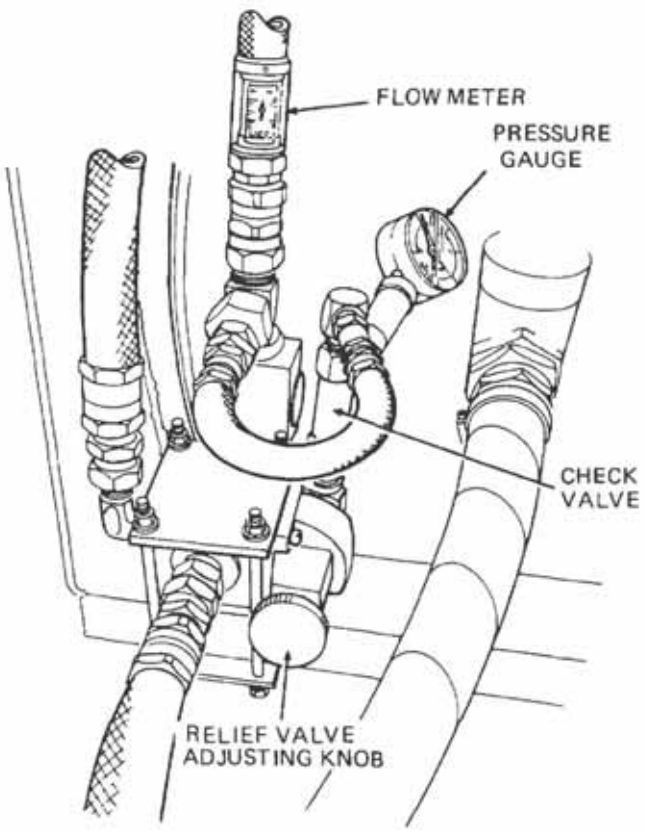

Figure 48 Installation of Pressure Gauge and Flow Meter
e. Install an 8 000 kPa (1 160 psi) pressure gauge to the elbow on the check valve then connect the check valve hose to the gauge (Figure 48).
f. Install a flow meter in the hydraulic circuit between the hydraulic motor and the flow control valve (Figure 48).